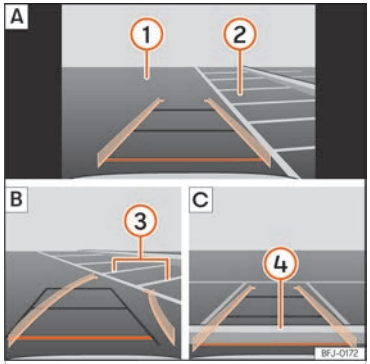

Fig. 144 Display on the infotainment system screen: parking with the reverse assistant.
Key to ››› Fig. 144:
- Stop the vehicle in front of the parking space ››› Fig. 144 2 A.